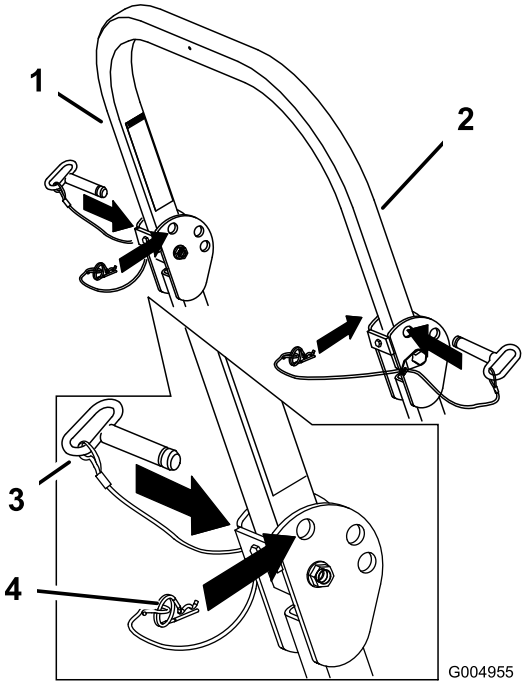

Figuur 8
1. Maak de R-pennen los en verwijder de 2 pennen (Figuur 8).
3. Plaats de 2 pennen en zet deze vast met de R-pennen (Figuur 8).
4. Om de rolbeugel omhoog te klappen, moet u de R-pennen losmaken en de 2 pennen verwijderen (Figuur 8).
5. Klap de rolbeugel omhoog, plaats de 2 pennen en zet deze vast met de R-pennen (Figuur 8).